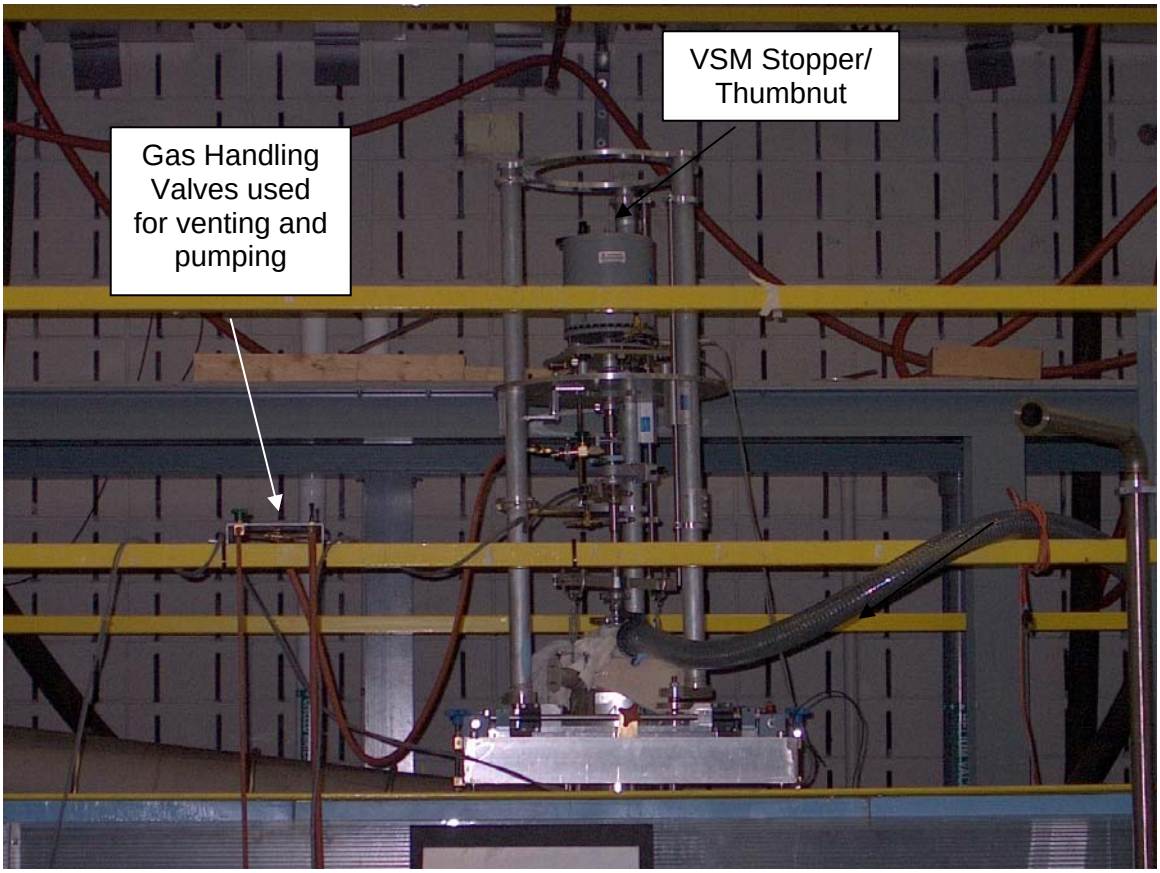

Figure 1 (VSM setup for cryogenic operation)
A. Inserting Samples (room temperature only). See Note (1): for cryogenic operations. See Figures 1 and 2 for reference.